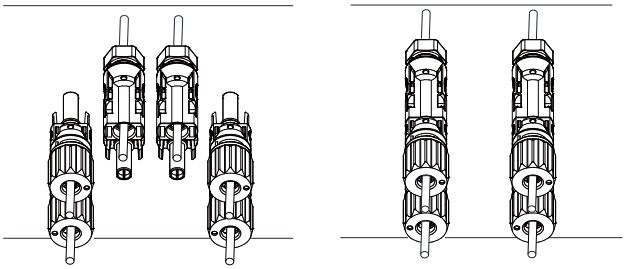

Figura 5.6 Conexão de Entrada CC
d) Por fim, insira o conector CC na entrada positiva e negativa do inversor, conforme figura 5.6.